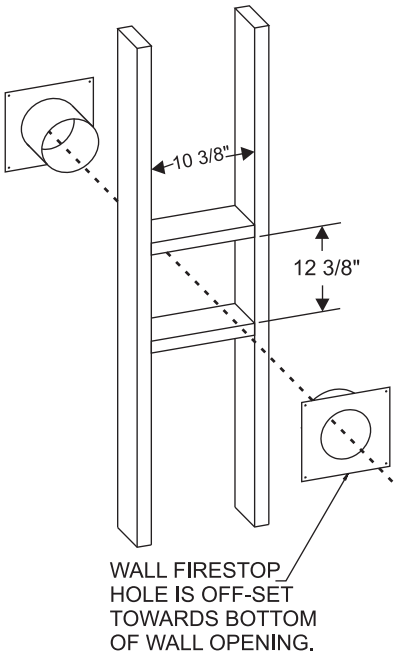

**Figure 43**
Cut an appropriate sized hole in the wall. **See Figure 43.** Position the firestop on the interior side of the wall for the hole.
**Attention:** Wall firestop hole is off-set towards bottom of wall opening. Secure with nails or screws. Continue the vent run through the firestop. **See Figure 43**.